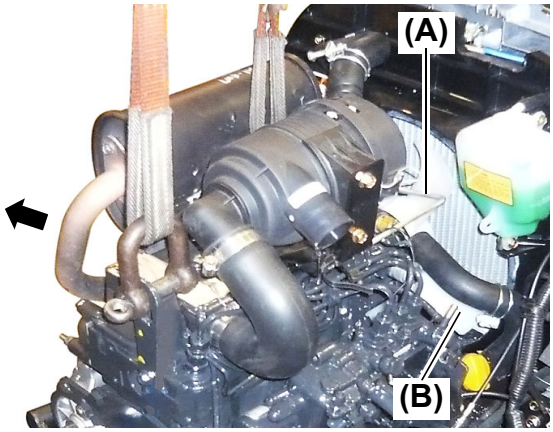

Fig. 24
34.Be careful when lifting the engine, not to damage the cooling fan **(Fig. 24, (A))** and radiator fan **(Fig. 24, (B))**.